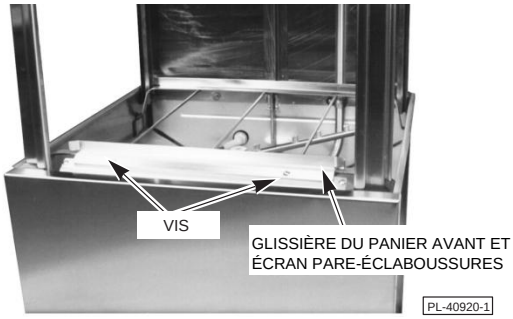

**Fig. 1**
1. Retirez les deux vis et écrous qui tiennent en place la glissière du panier et l'écran pare-éclaboussures (Fig. 1) et retirez le panier avant et l'écran pare-éclaboussures. Réassemblez la glissière du panier avant et l'écran pare-éclaboussures en repositionnant les deux vis et écrous dans les mêmes trous de montage à partir desquels ils ont été retirés.